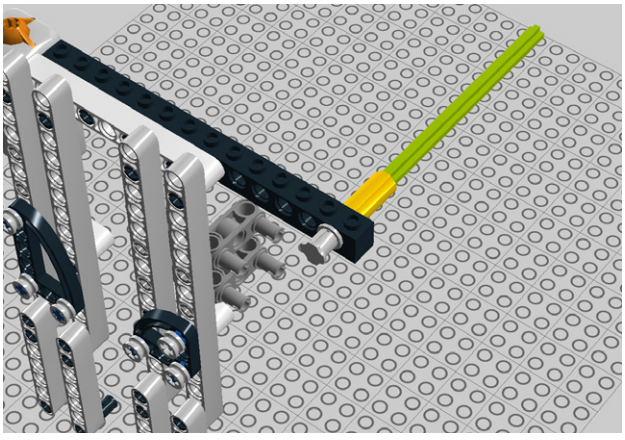

Figure 5-63. *Step 56: Attaching the cross axle*
56. Next, add a 10M cross axle as shown in Figure 5-63.